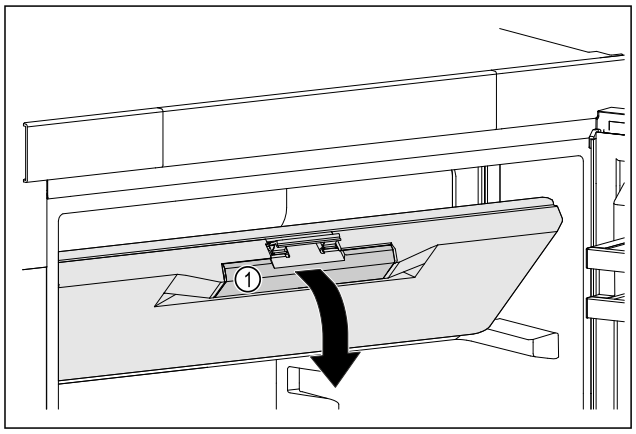

Fig. 45
▶ Dotkněte se dvířek mrazicího oddílu na prohlubni rukojeti *Fig. 45 (1)*.